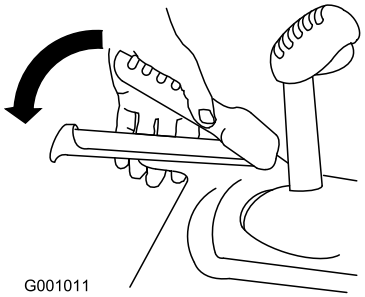

**Figure 33**
1. To engage the traction drive, squeeze the left hand (traction) lever to the hand-grip (Figure 33).